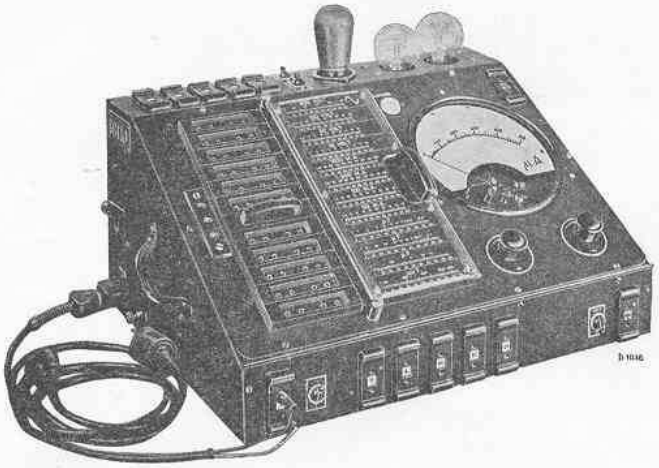

Fig. 9
3. Un indicateur de sortie, p. ex. avec résistance interne élevée (voltmètre à triode) qui est mis en parallèle avec le haut-parleur. En intercalant un condensateur on a soin qu'aucune tension continue n'attaque cet indicateur. Lorsque l'indicateur de sortie a une résistance interne basse, du même ordre de grandeur que celle du haut-parleur, l'instrument se substituera au haut-parleur. Pour cela, on peut p.ex. se servir de la boîte d'adaptation G.M. 2295 comprenant une impédance adaptée avec redresseur au sélénium de sorte qu'on obtient directement une lecture sur un instrument sensible à courant continu. Aussi l'appareil de mesure universel 4256 (fig. 9) contient un indicateur de sortie.
La recherche des pannes est grandement facilitée par l'emploi **de l'appareil universel de mesures,** type 4256, représenté dans la fig. 9. Avec cet appareil il est possible de mesurer tous les courants, tensions, résistances, condensateurs etc. se présentant dans un récepteur.